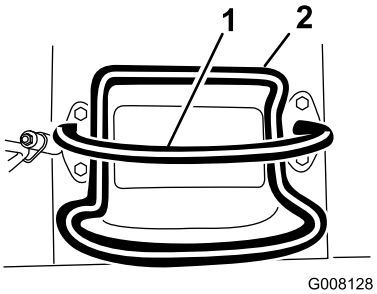

**Figur 6**
- Släpp drivreglaget för att stoppa drivningen (Figur 6).